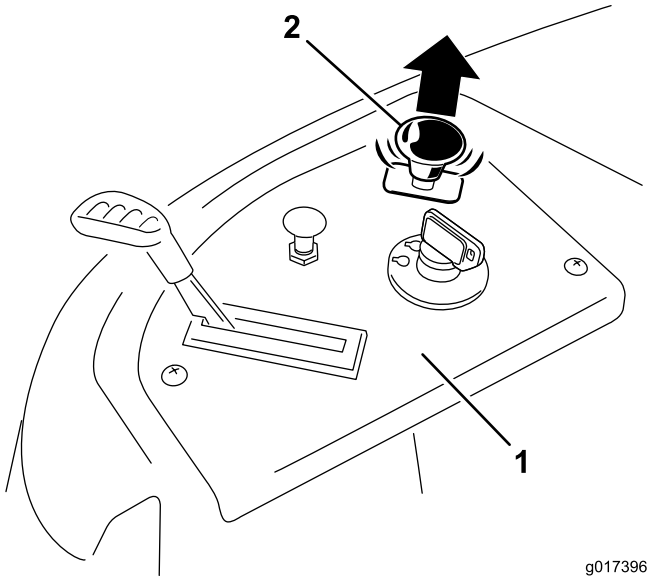

Figuur 15
3. Trek de aftakasschakelaar omhoog op AAN en schakel de messen in (Figuur 15).